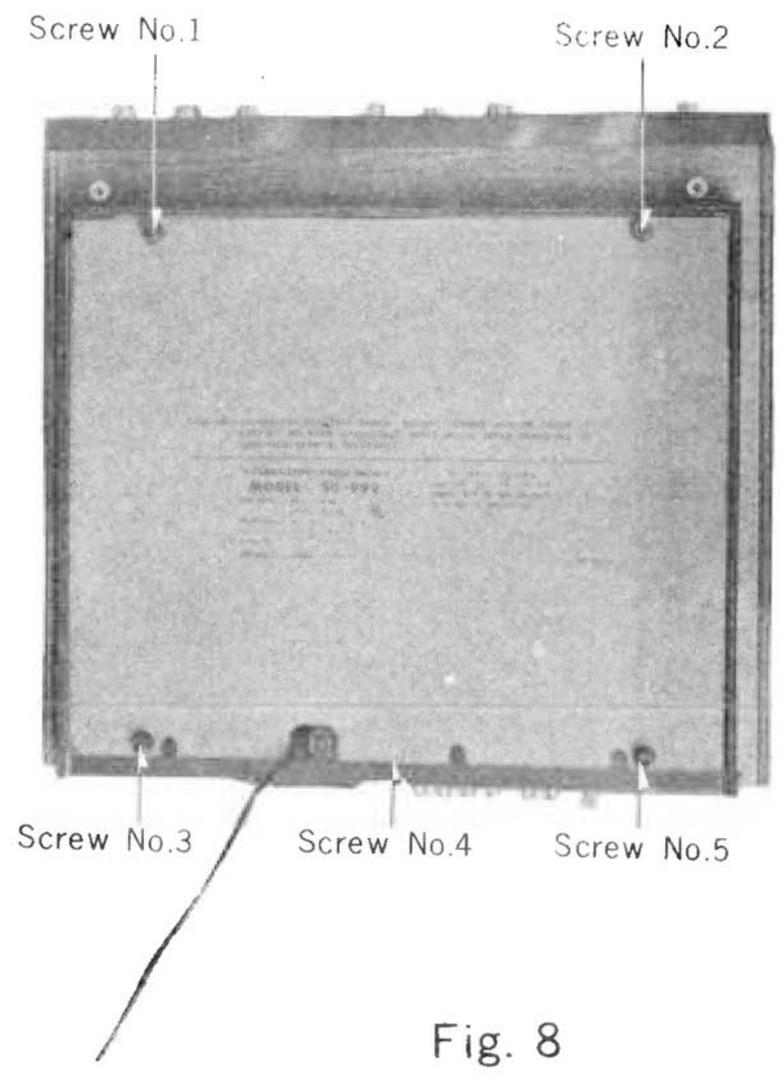

Fig. 8
To Remove Power Chassis (SUA-980) (Refer to Fig. 8, 9 & 10)
1. Remove five (5) bottom board mounting screws, Nos. 1～5, as illustrated in Fig. 8.
To Remove Chassis (Refer to Fig. 8, 9,10)
To Remove Changer (Refer to Fig. 8, 10 & 11)
1. Remove five (5) bottom board mounting screws, No1～5, as illustrated in Fig. 8 on page 5.